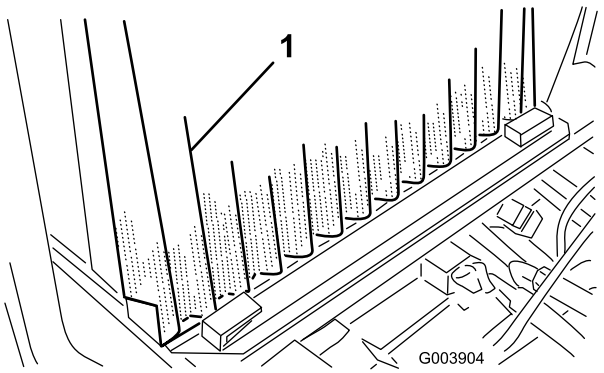

Figur 67
3. Løsn klemmerne, og træk op på skærmen for at glide den ud af monteringsspor (Figur 67).
5. Hæv oliekølerne let, og drej dem fremad (Figur 67).